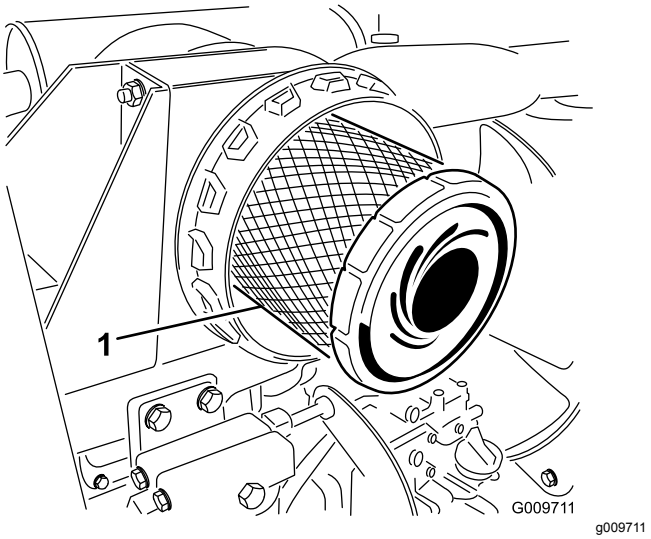

**Figur 51**
4. Ta bort och byt ut huvudfiltret (Figur 51).